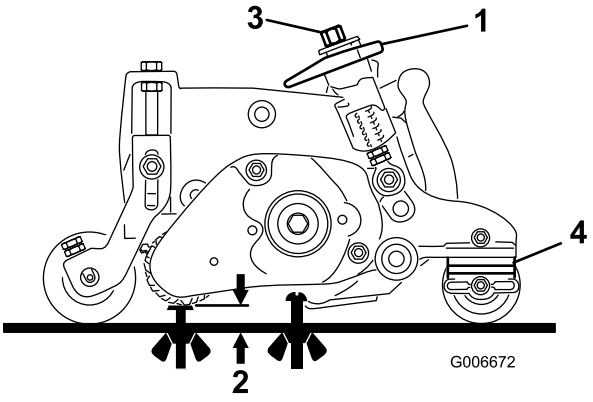

Figura 44
1. Certifique-se de que o rastelo está definido para a altura de aparo desejada (ADA) (Figura 44).